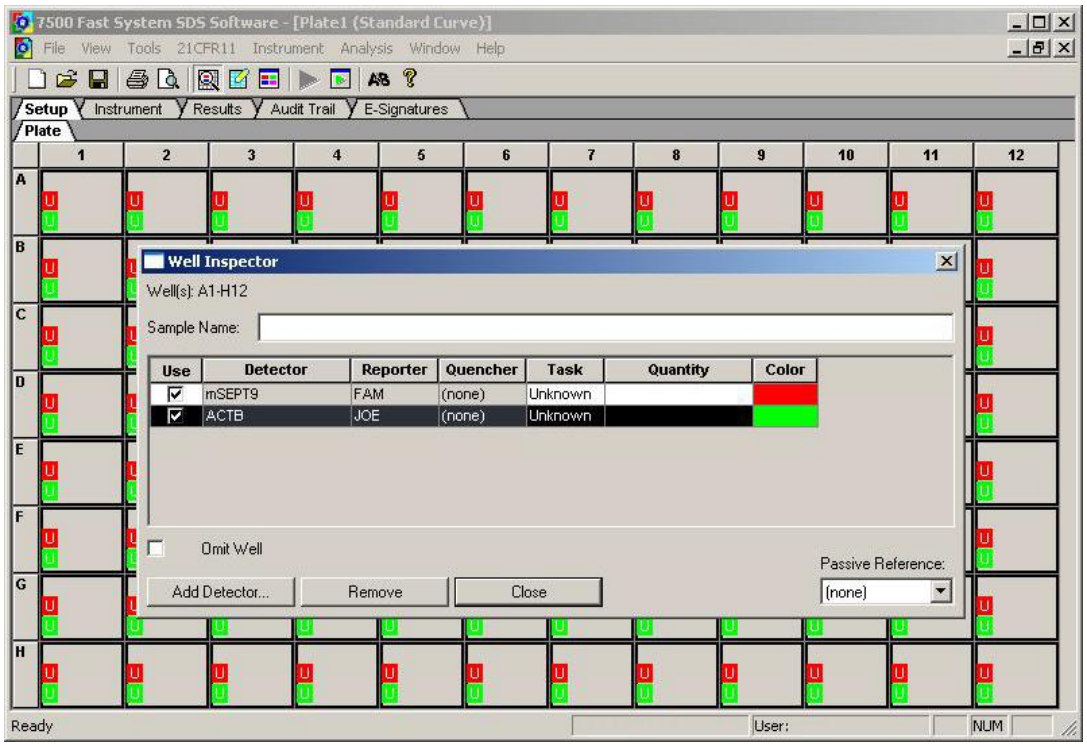

Figura 1 - Captura de ecrã, após confirmar as definições na janela "Well Inspector".
- Marque a configuração de "Passive Reference" como "(none)" (ver Figura 1).